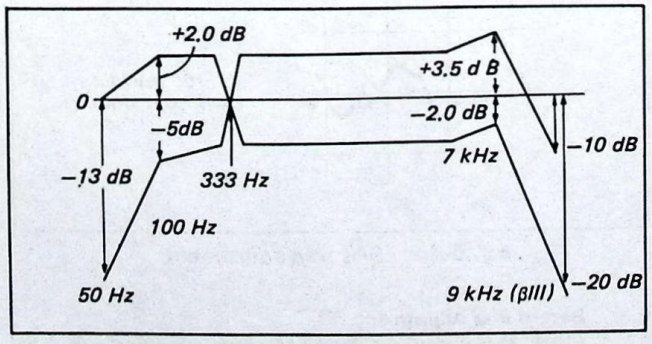

Fig. 5-4-3. Overall frequency response
(1) Supply a 333 Hz signal.l.
(2) Set up the E-E mode and adjust the oscillator output level so that the level meter reading is −25 dB.
(3) Record signals.
(4) Change the frequency to 50 Hz, 100 Hz, 7 kHz, 9 kHz and repeat Steps (2) and (3).
(5) Play back the recorded section of the tape and verify that the level is within the specification. (See Fig. 5-4-3).